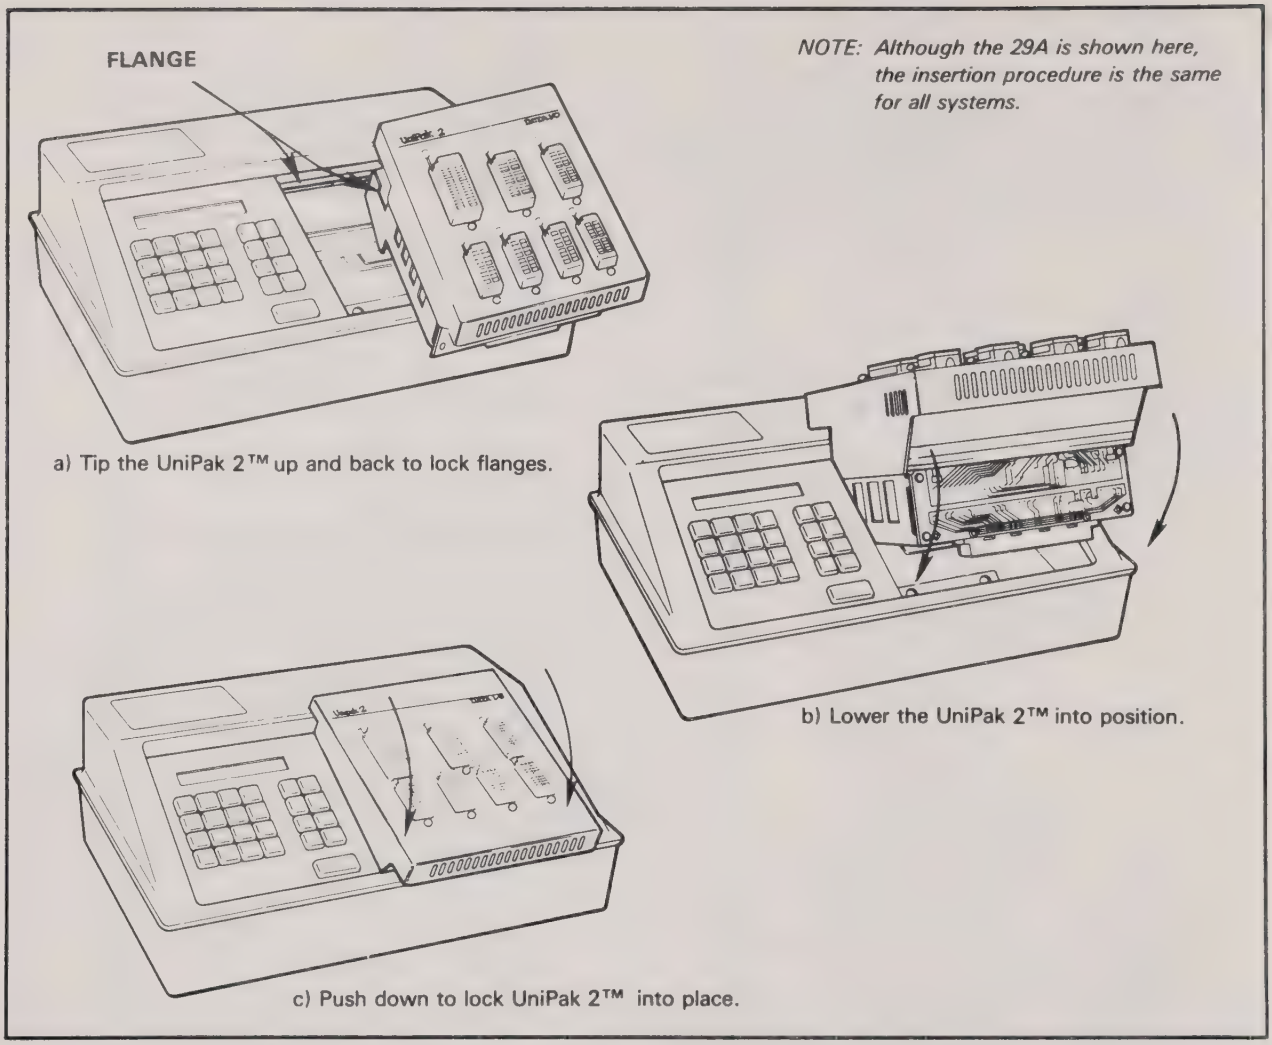

Figure 2-1. UniPak 2™ Installation
1. Slide the UniPak 2™ into the opening in the programmer (figure 2-1).
2. Tilt the UniPak 2™ up and gently push it back to hook the flange of the UniPak 2™ over the back edge of the programmer opening (figure 2-1, a).
3. Lower the UniPak 2™ into position as shown in figure 2-1, b.
4. Press gently on the front edge of the UniPak 2™ to ensure a good connection (figure 2-1, c).